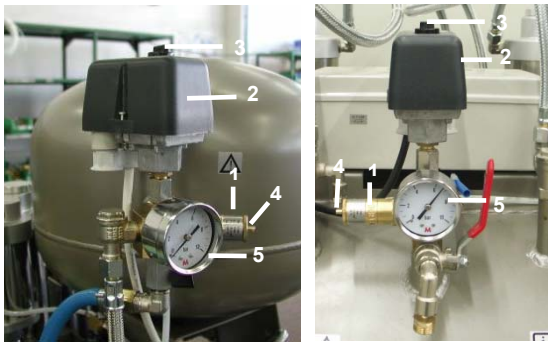
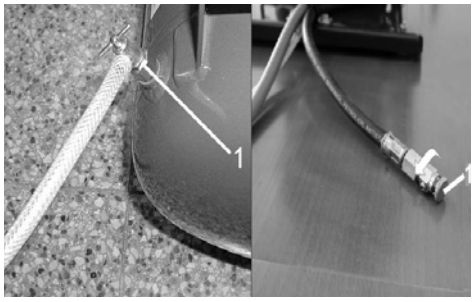
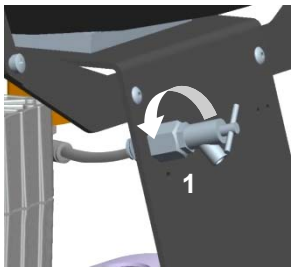

Рис.13
Рис.14
Рис.15 DK50 2V
(Рис.13).
(Рис.13)
Компрессоры (Рис.14, Рис.15)
В том случае, если компрессор небудет применяется длительное время, рекомендуется слить конденсат из напорного резервуара и компрессор потом запустить в эксплуатацию примерно на 10 минут с открытым клапаном для слива конденсата (1) (Рис.14, Рис.15). Потом выключить компрессор выключателем (3) на реле давления (2) (Рис.13), закрыть клапан для слива конденсата и отсоединить оборудование от электросети.
- Отсоединить оборудование от электросети. Выпустить давление воздуха в напорном резервуаре, открывая клапан для выпуска конденсата (1) (Рис.14 Рис.15).